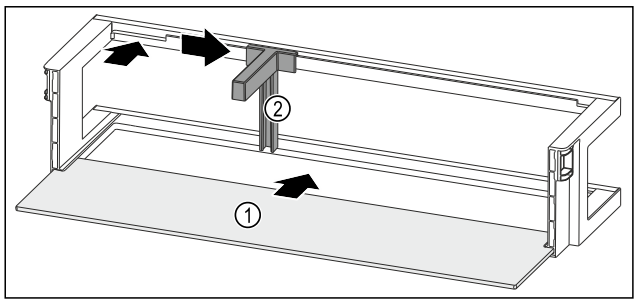

Fig. 252 Door rack with shelf
- ▶ Push the shelf *Fig. 252 (1)* into the side recesses.
- ▶ Insert the bottle holder *Fig. 252 (2)* in the recess.
- ▶ Push the bottle holder *Fig. 252 (2)* to the desired position to the side.